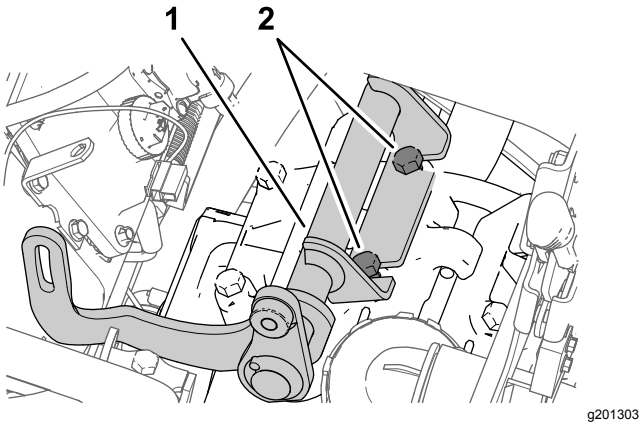

Figur 179
2. Juster generatorbeslaget mellem de bolte, du løsnede og som vist i trin 1, og pumpehovedet Figur 179.